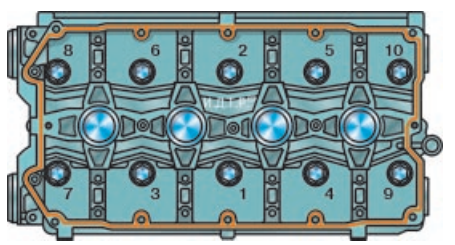

Рис. 5.6. Порядок затяжки болтов крепления головки блока цилиндров
36. Выверните шестигранным ключом «на 10» болты крепления головки блока к блоку цилиндров в порядке, обратном затяжке (рис. 5.6)...
43. Установите головку на блок, предварительно убедившись, что коленчатый и распределительные валы находятся в положении ВМТ (оба клапана 1-го цилиндра должны быть закрыты). Затяните болты крепления головки блока в последовательности, указанной на рис. 5.6, в четыре этапа: